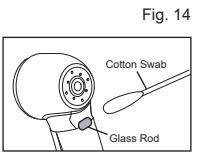

Fig. 15
1) Wipe the fiber with cotton swab dipped in alcohol for 5 times, wipe off the dirt (Fig. 15).